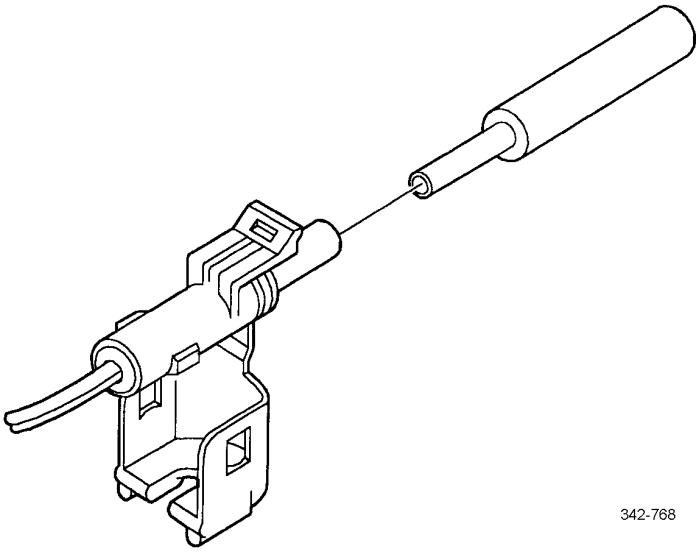

Figure 11. Removal Tool Procedure.
(3) Grasp cable to be removed and push terminal to forward position.
(4) Insert removal tool straight into front of connector cavity until it rests on cavity shoulder.
(5) Grasp cable and push forward through connector cavity into tool while holding tool securely in place (Figure 11).